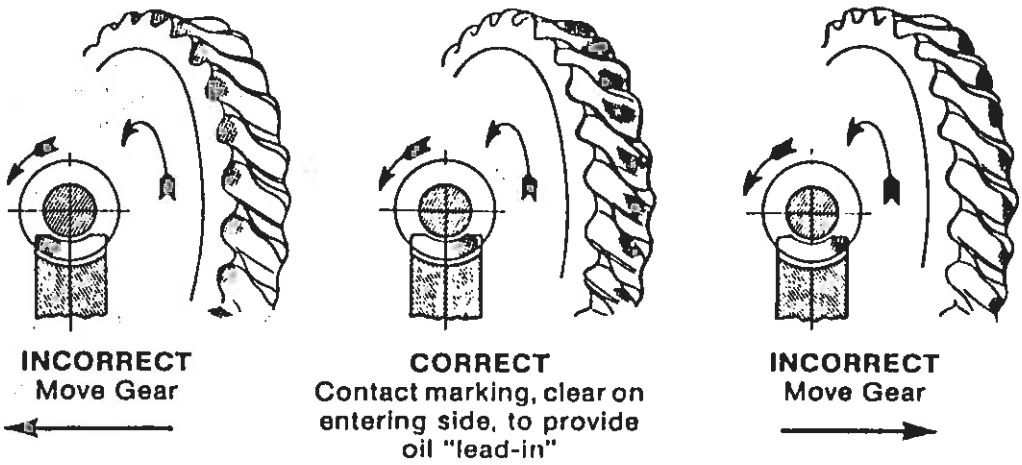

Figure 6 Gear Contact Pattern
E. Use a rag to apply hand pressure to the output shaft and rotate the high speed shaft until output key is down. Return output shaft to original position by reversing rotation. Remove output shaft and seal cage to inspect contact. Compare with Figure 6. If contact is not correct move assembly in the direction shown in Figure 6 by adding shims to the side to which the arrow points after removing them from the opposite side. Repeat steps D and E until contact pattern is correct.